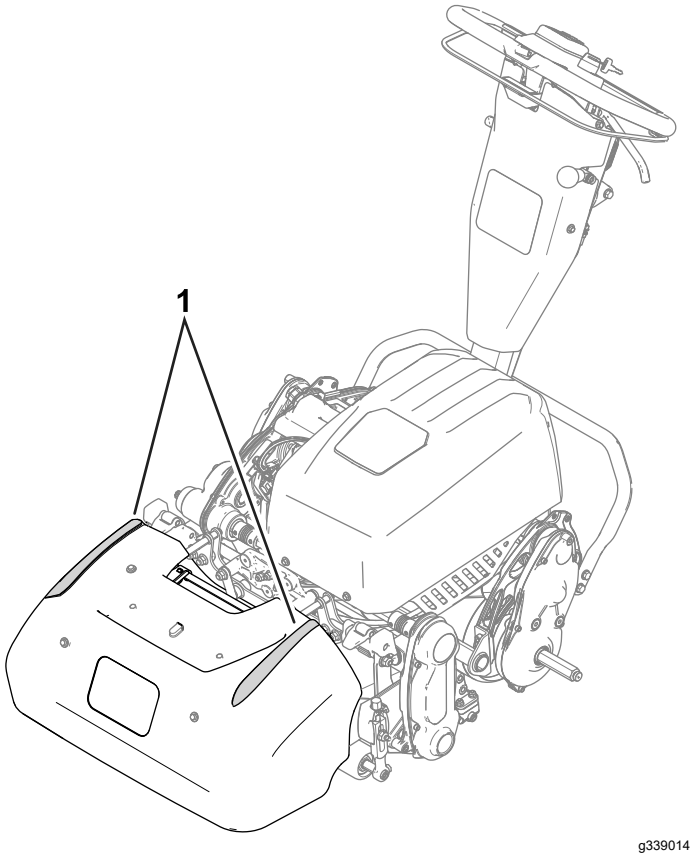

Figuur 15
- Om ervoor te zorgen dat u het gazon in een rechte lijn maait en de machine op een gelijke afstand van de rand van de vorige maaibaan blijft, moet u de markeringsstrepen op de grasmand gebruiken (Figuur 15).